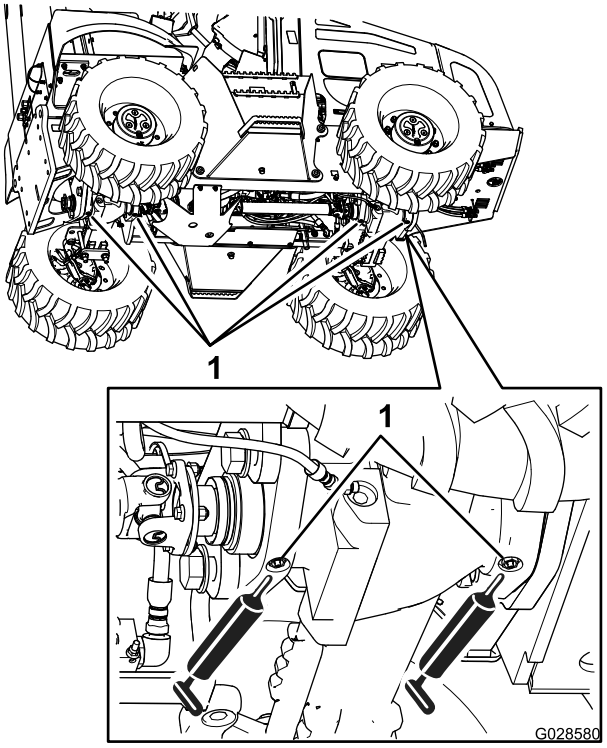

Рисунок 56
3. Подсоедините смазочный шприц к масленкам осей поворота переднего и заднего моста; введите консистентную смазку в каждую масленку, сделав 2-3 качания шприцом (Рисунок 56).